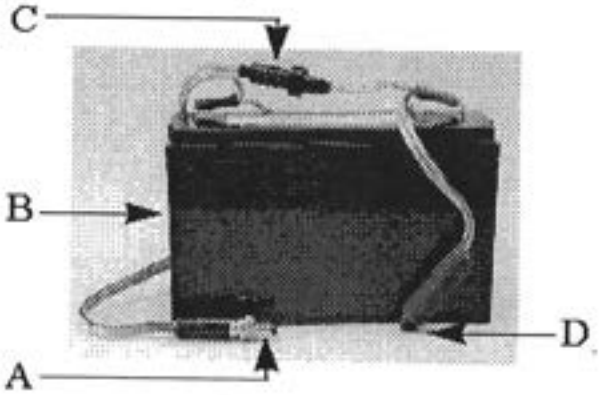

Figure 19. Optional External Battery Pack. This Comprises a 6V 12Ah battery (B), In-Line Fuse (C), UniSpec Connector (A) and Charger Connector (D).
3. Connect the power plug (A, Figure 19) to the "Charge" socket on the UniSpec rear panel.
4. Connect the power plug from the standard UniSpec charger to the female receptacle (D, Figure 19) on the external battery cable.